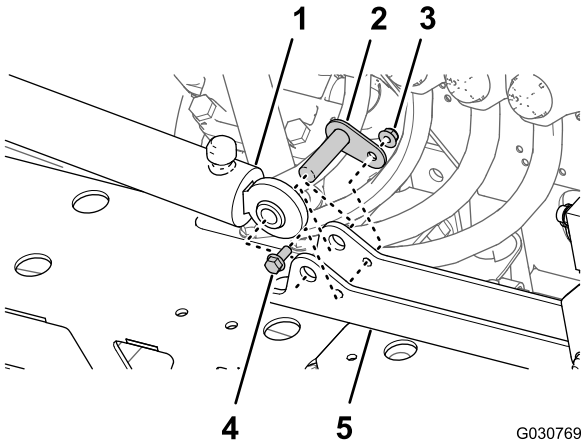

Figur 128
1. Rikta in den fasta änden av den lyftcylinder som du tog bort i steg 4 i Ta bort lyftcylindrarna (sida 34) mot 16 mm-hålet i cylinderfästet (Figur 128).
2. Montera cylindern på cylinderfästet med svängtappen, flänsskruven och flänsmuttern (Figur 128).